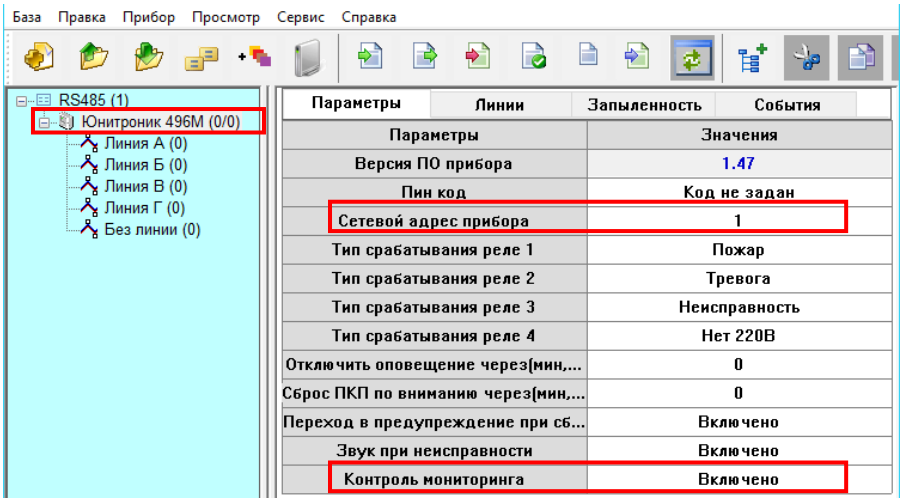

Рис. 3 Установки параметров АПКП Юнитроник-496М.
2.1.2. При подключении на один порт RS-485 нескольких АПКП Юнитроник-496М необходимо с помощью Конфигуратора установить сетевой адрес прибора от 1 до 8, как показано на рис.3. Адреса не должны повторяться.